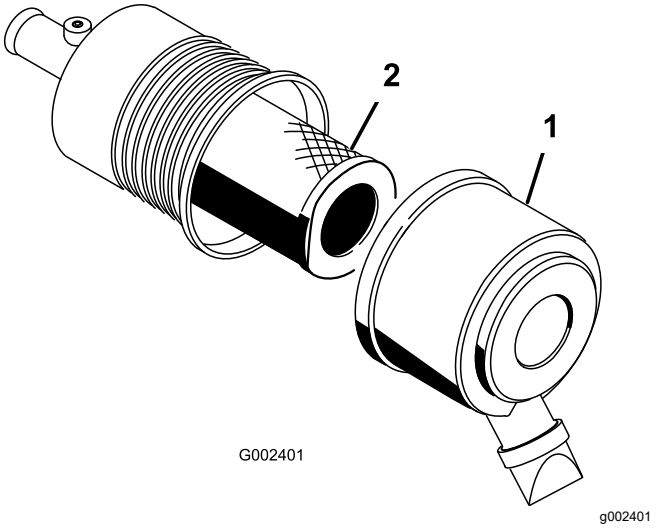

**Figur 54**
2. Åbn låsene, der fastgør luftfilterdækslet til luftfilterhuset (Figur 54).
3. Fjern dækslet fra luftfilterhuset (Figur 54).
5. Afmonter, og udskift filteret (Figur 54).